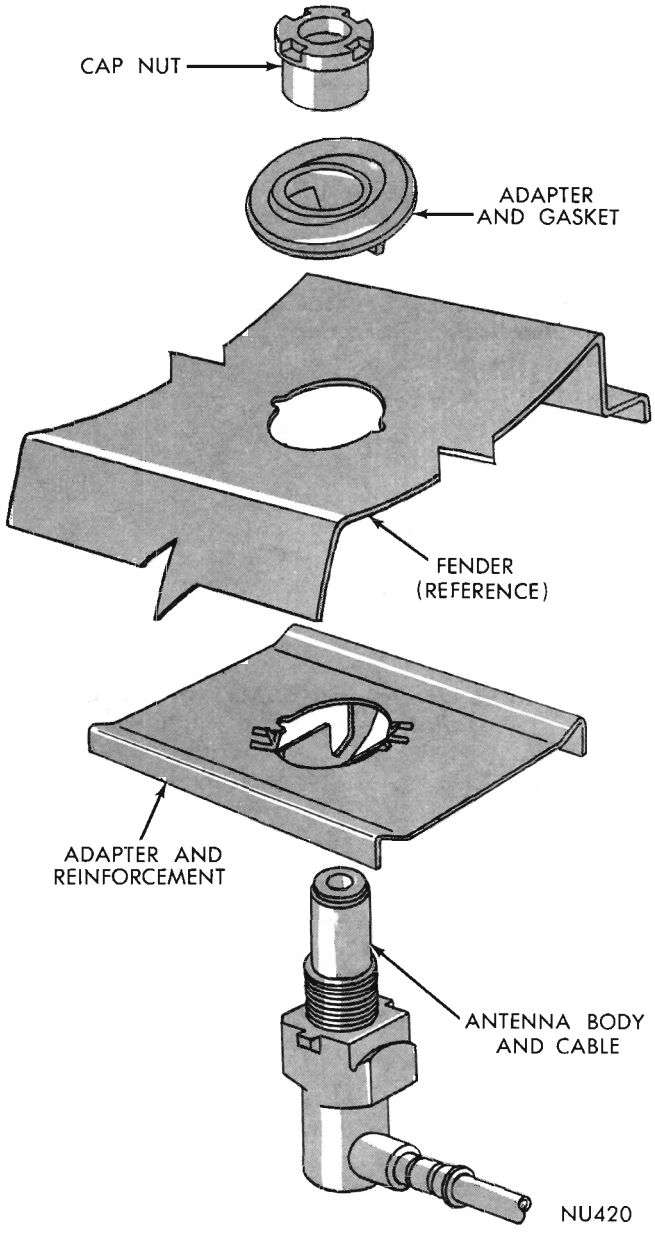

Fig. 7—Antenna Disassembled—All Models
(3) Remove capnut (Fig. 7).
(4) Remove the antenna snap-on fender adapter and gasket.
(5) From under fender remove the lower adapter mounting collar and antenna lead.